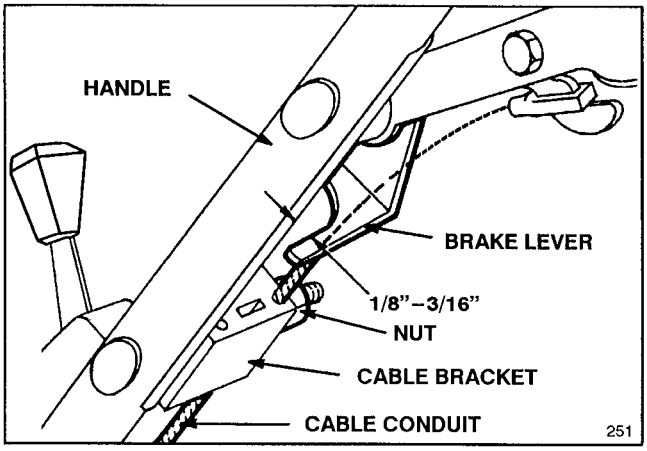

Figure 19
2. CHECK ADJUSTMENT (Fig. 19)—Move control bar toward handle until slack in wire is removed. Gap between brake lever and handle must be 1/8"-3/16". See step 3 for adjustment.
3. ADJUST CABLE CONDUIT (Fig. 19)—Loosen nut on cable bracket. Insert 1/8"-3/16" object between brake lever and handle. Pull down on cable conduit until all slack is removed from wire. Then tighten nut.